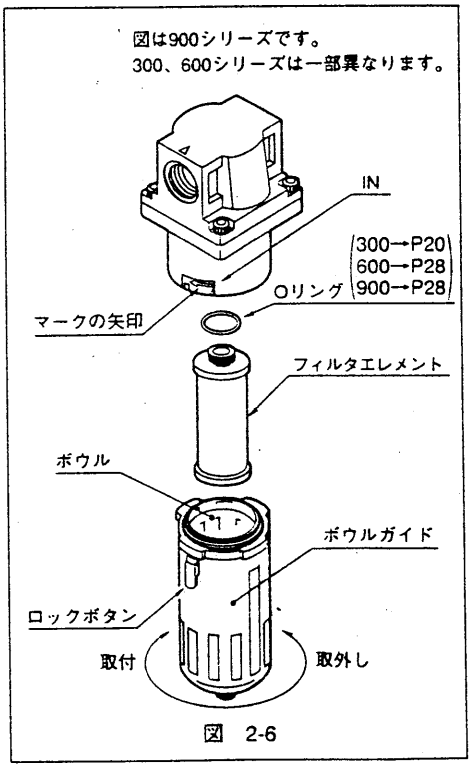

図　2-6
(1) 赤色のロックボタンの PUSH を押しながら、ボウル・ボウルガードを右（マークの矢印と反対方向）に回転させ IN に合わせ、ボウルとボウルガードを本体から取り外します。
(2) 手で直接フィルタエレメントを回し取り外し、交換を行なってください。(図　2-6参照)